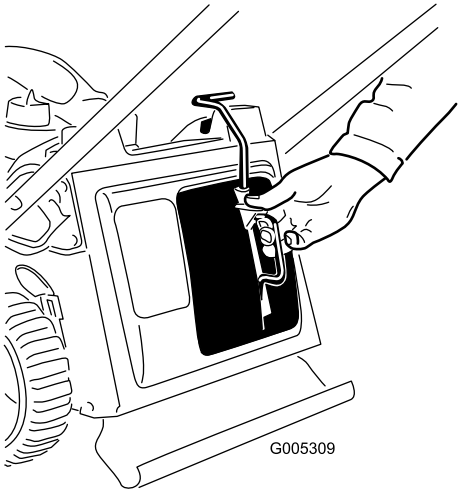

Figuur 31
3. Plaats de mulchplug (Figuur 31).